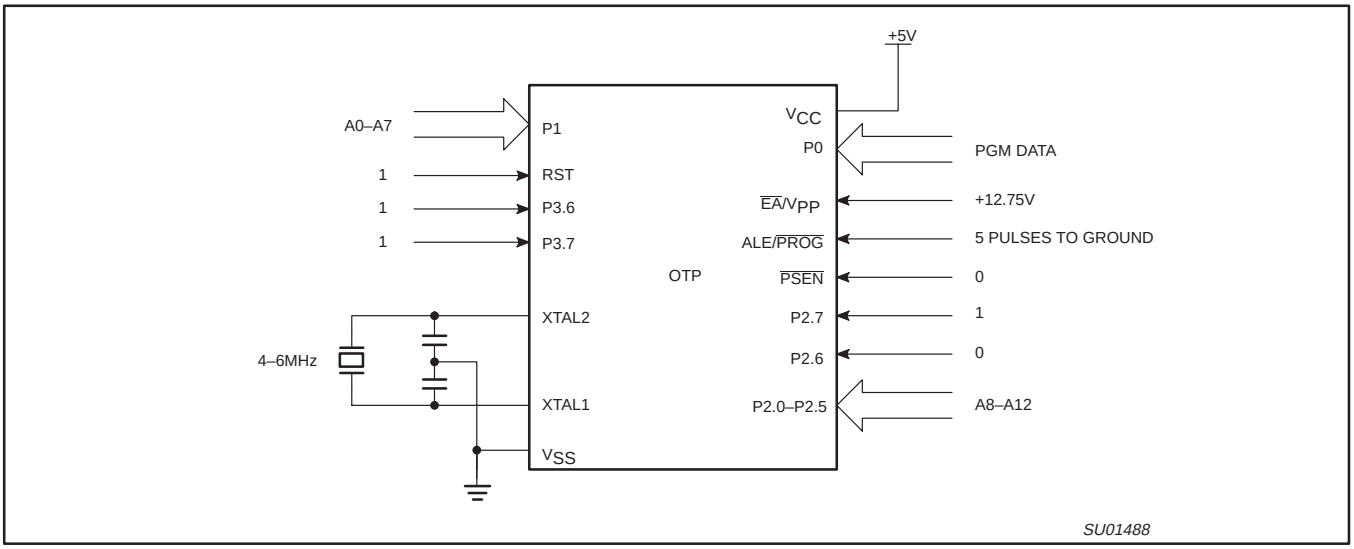
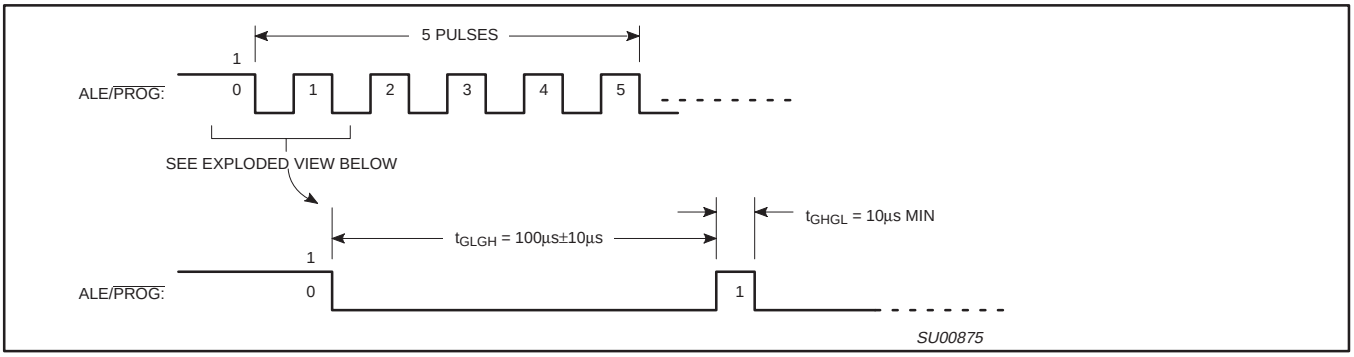
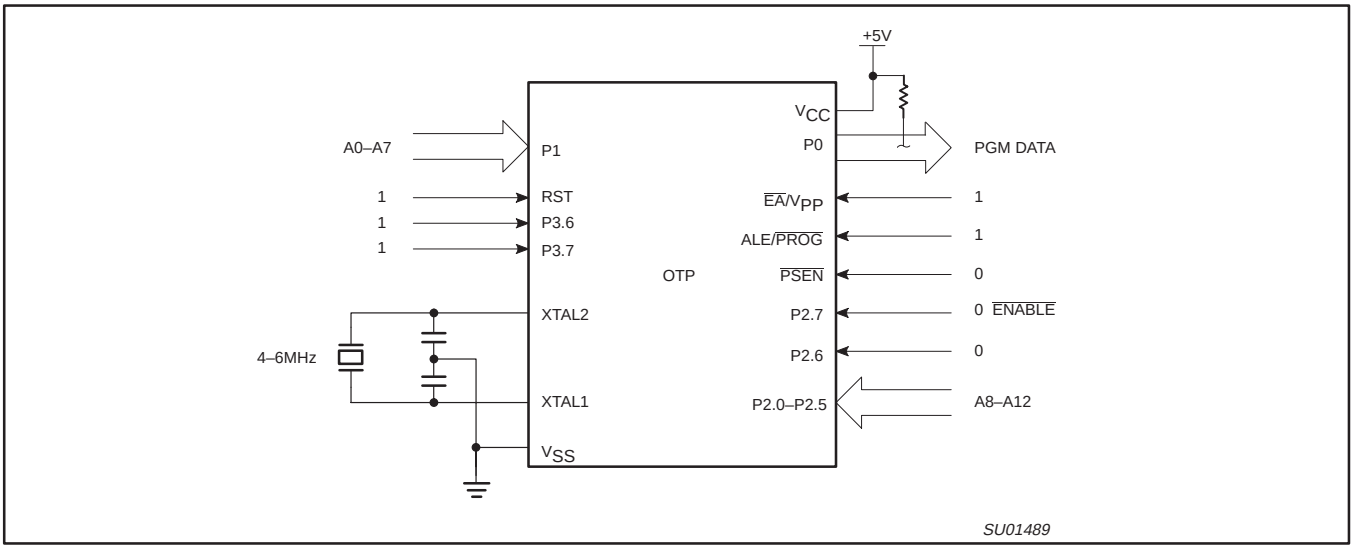

Figure 40. Programming Configuration
Figure 41. $\overline{\text{PROG}}$ Waveform
Figure 42. Program Verification
Table 9 shows the logic levels for reading the signature byte, and for programming the program memory, the encryption table, and the security bits. The circuit configuration and waveforms for quick-pulse programming are shown in Figures 40 and 41. Figure 42 shows the circuit configuration for normal program memory verification.
The setup for microcontroller quick-pulse programming is shown in Figure 40. Note that the device is running with a 4 to 6 MHz oscillator. The reason the oscillator needs to be running is that the device is executing internal address and program data transfers.
The address of the EPROM location to be programmed is applied to ports 1 and 2, as shown in Figure 40. The code byte to be programmed into that location is applied to port 0. RST, $\overline{PSEN}$ and pins of ports 2 and 3 specified in Table 9 are held at the 'Program Code Data' levels indicated in Table 9. The ALE/$\overline{PROG}$ is pulsed low 5 times as shown in Figure 41.
If security bits 2 and 3 have not been programmed, the on-chip program memory can be read out for program verification. The address of the program memory locations to be read is applied to ports 1 and 2 as shown in Figure 42. The other pins are held at the 'Verify Code Data' levels indicated in Table 9. The contents of the address location will be emitted on port 0. External pull-ups are required on port 0 for this operation.
* FOR PROGRAMMING CONFIGURATION SEE FIGURE 40.
FOR VERIFICATION CONDITIONS SEE FIGURE 42.